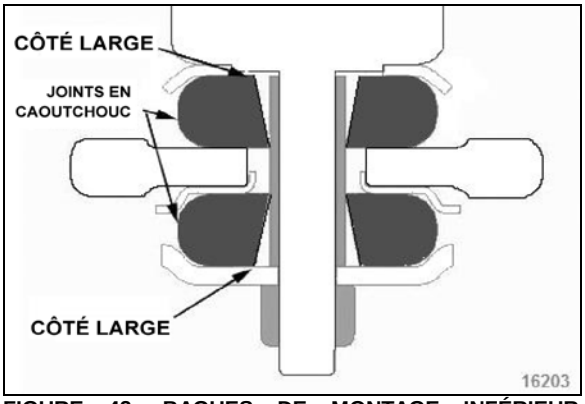

FIGURE 42: BAGUES DE MONTAGE INFÉRIEUR D'AMORTISSEUR
3. Sur le montage inférieur, poser les joints de caoutchouc avec le côté large du trou conique comme illustré dans Figure 42.